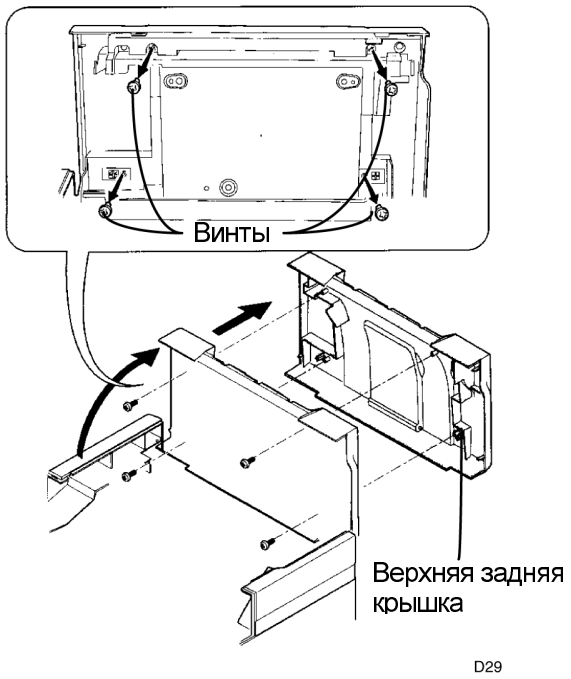

Рисунок 1. Снятие верхней задней крышки
1. (Рисунок 1): Откройте принтер.